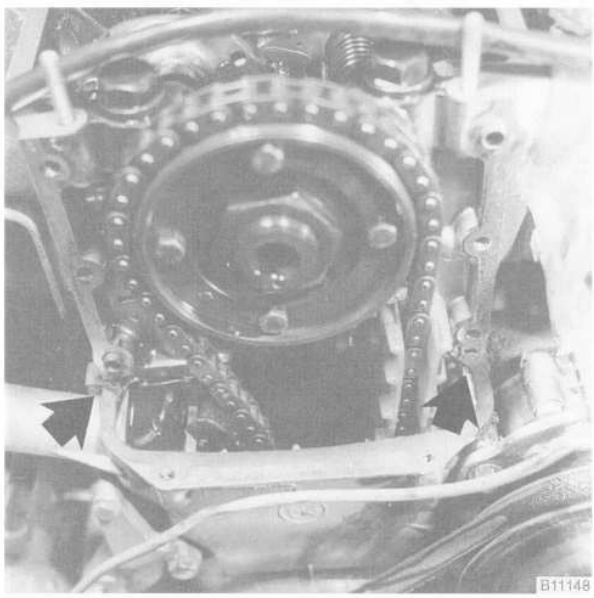

Fig. 31. Apply sealer (**arrows**) to corners before installing chain cover.
13. Apply a light coat of sealer to the two upper camshaft timing chain cover gaskets. Set the gaskets into position on the cover. Apply a sealer (Three Bond Silicon 1207, or equivalent) to each corner of the cylinder head/upper timing chain cover surface area. See Fig. 31.